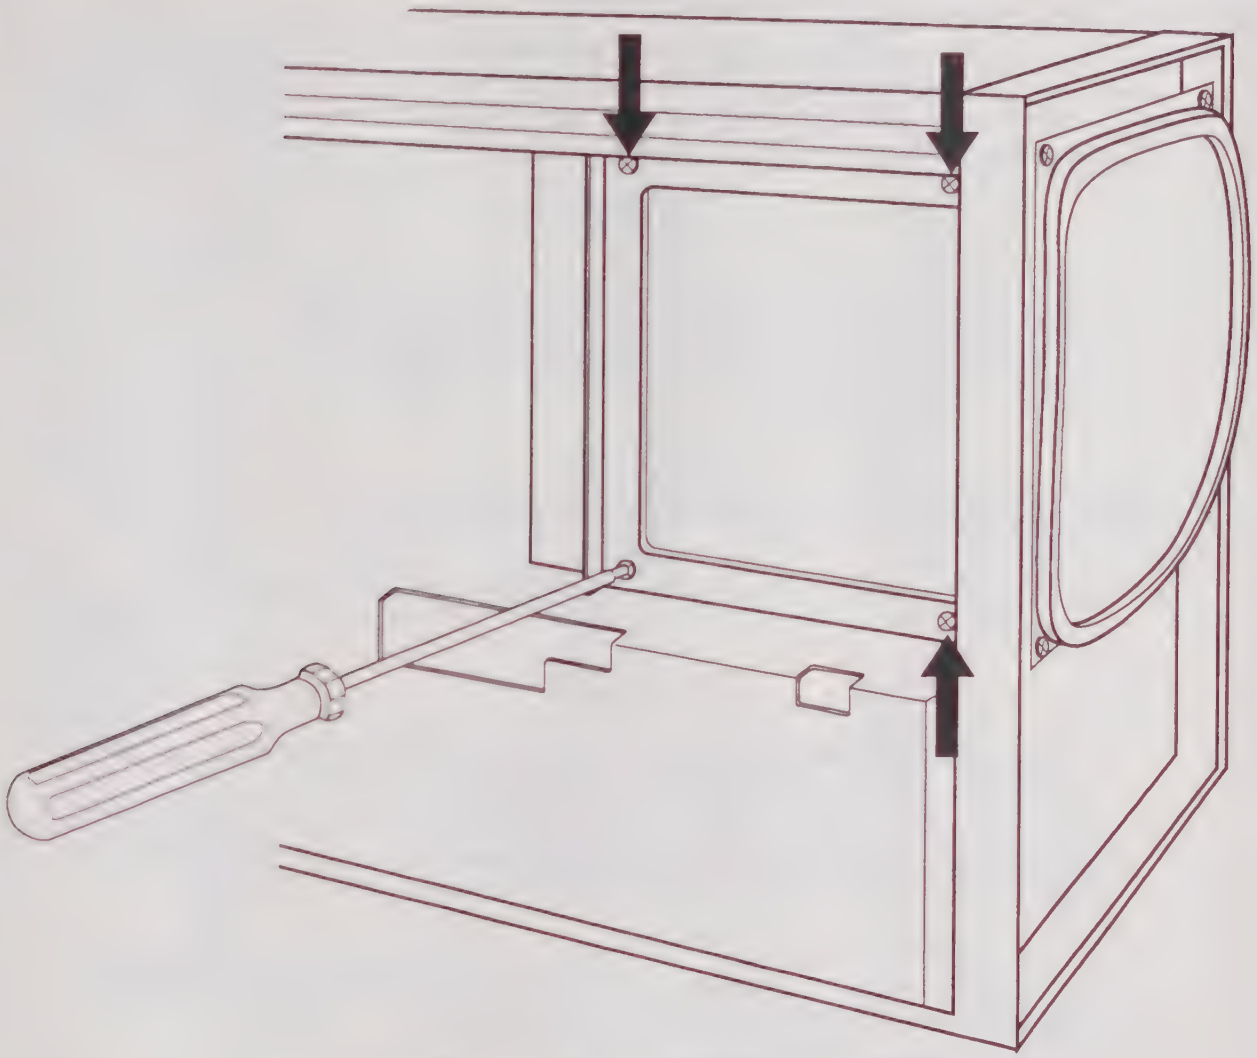

Figure 3-15. Removing the CRT assembly retaining screws.
5. Position the instrument on its right side and remove the four screws holding the CRT assembly to the VM700A chassis (see Figure 3-15).